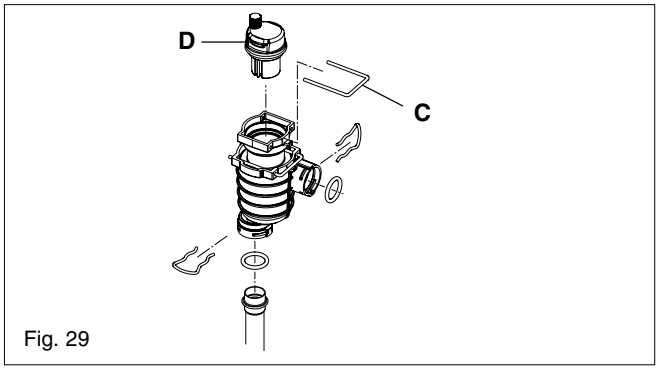

Fig. 29
6.7 TOP AUTOMATIC AIR RELEASE VALVE (fig. 29)